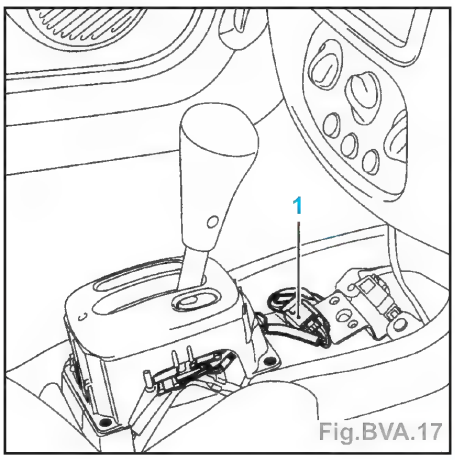

Fig.BVA.17
- Repérer les emplacement des fils et les extraire du connecteur (1) (Fig.BVA .17).